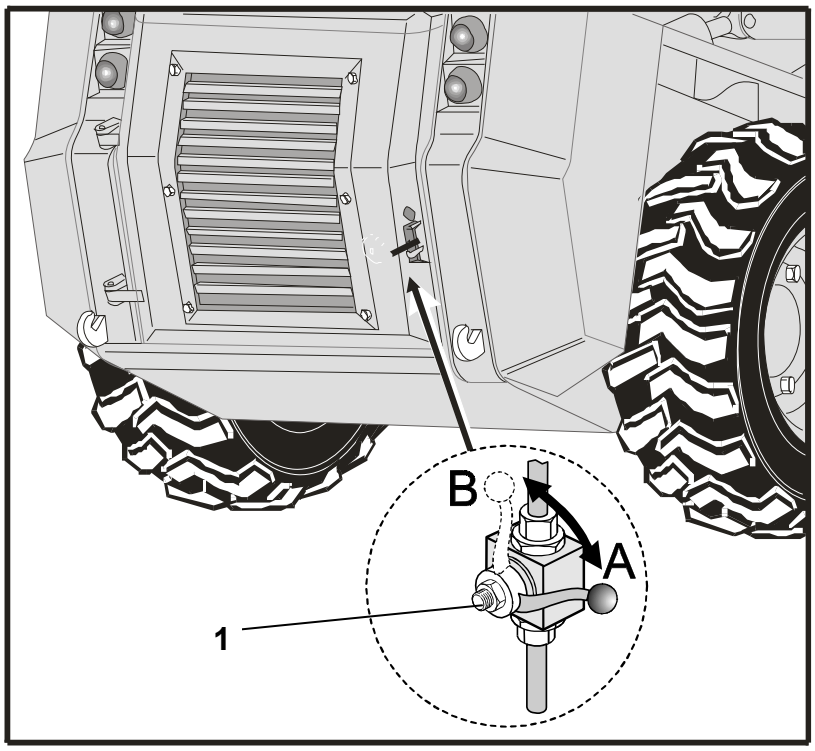

Рис. 43– Аварийное опускание стрелы
После полного стока масла опускайте стрелу системой аварийного опускания при помощи ослабления клапана 1 рис. 43. При замене масла следите за максимальной чистотой. Масло наполняйте через фильтр с чистящей способностью 10 μm. Правильный уровень масла определен положением маслоуказателя на баке. Включите двигатель и проведите движение рабочим оборудованием так, чтобы вся система наполнилась маслом. Масло снова дополните в баке до половины высоты маслоуказателя.
• осторожно открыте кран 1 (рис. 43) из положения **A** в положение **B**